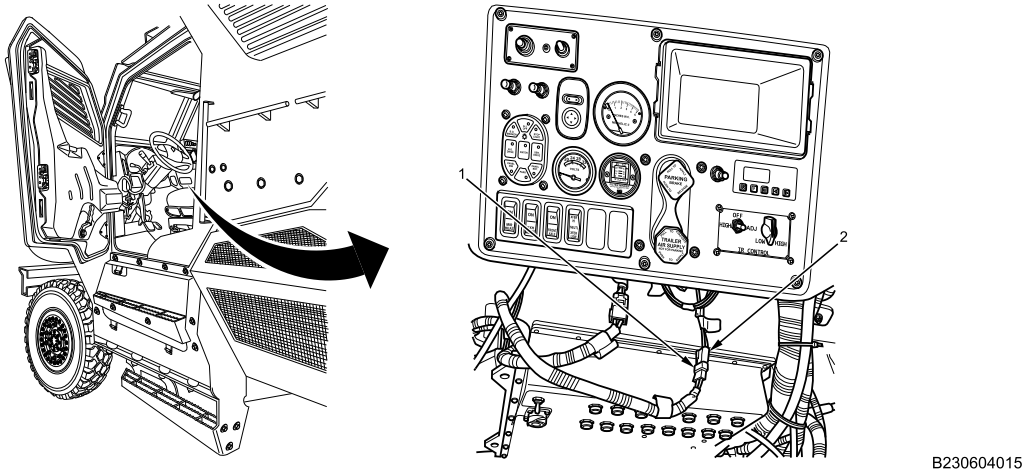

Figure 8. Feed Harness.
14. Disconnect right side 12V feed harness (Figure 8, Item 1) from IP harness (Figure 8, Item 2) and remove feed harness.